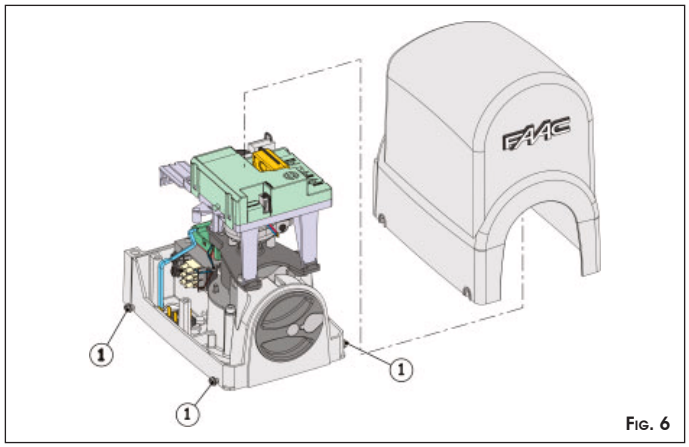

Fig. 6
① Loosen by about 1/2 turn the four securing screws of the upper housing (Fig.6 ref.①) and withdraw the housing. Set the operator for manual operation, see paragraph 7.